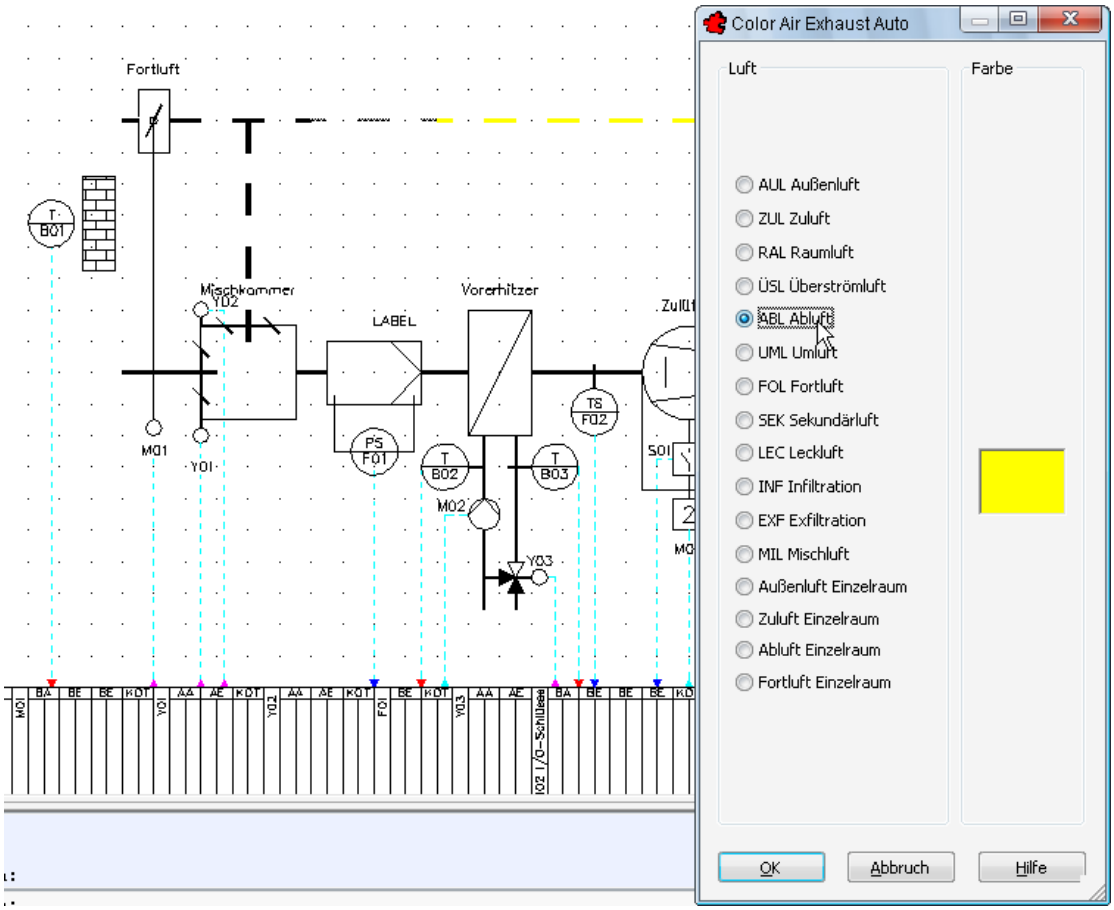

Bild 6.2 – Der Abluftkanal wird in DIN-gerechtem Gelb gezeichnet
- Ein Rechtsklick ruft die Farbauswahl auf (Abb. 6.2).